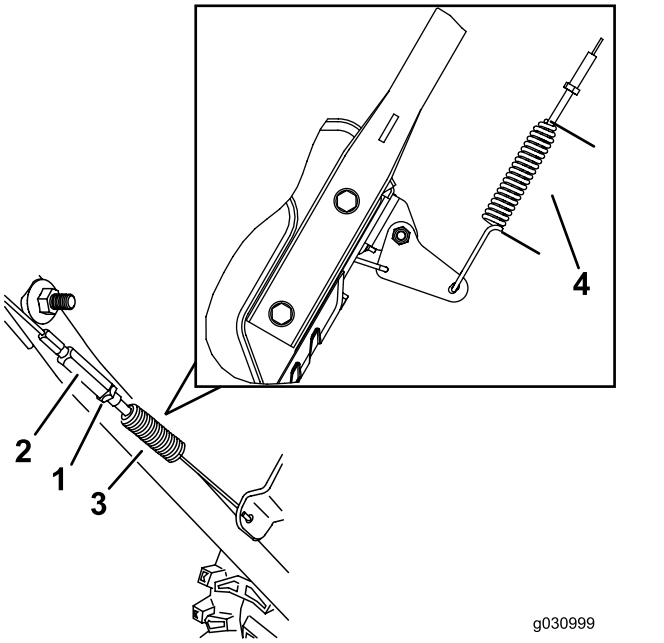

Rysunek 36
3. Odkręć lub dokręć ściągacz, aby ustawić długość sprężyny na 5,5 cm, jak pokazano na Rysunek 36.
4. Dokręć przeciwnakrętkę (Rysunek 36), upewniając się, że linka jest lekko napięta.